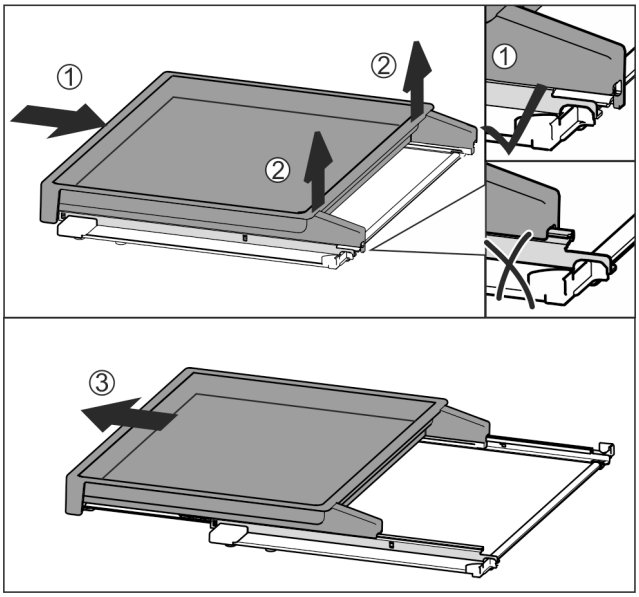

Fig. 154
▶ Slide the pull-out board all the way in *Fig. 154 (1)*.
▶ Release the clips at the back *Fig. 154 (2)*.
▶ Remove the pull-out board from the front *Fig. 154 (3)*.